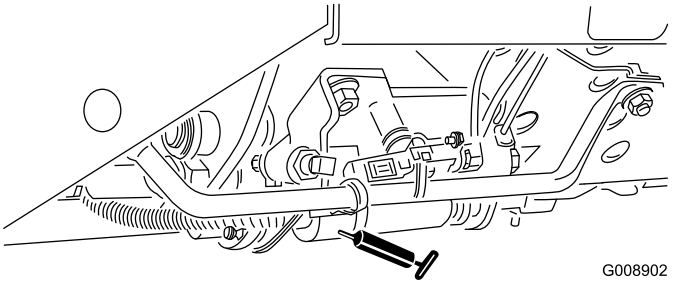

Figur 39
- Skjutreglage för klippning/transport (Figur 39)